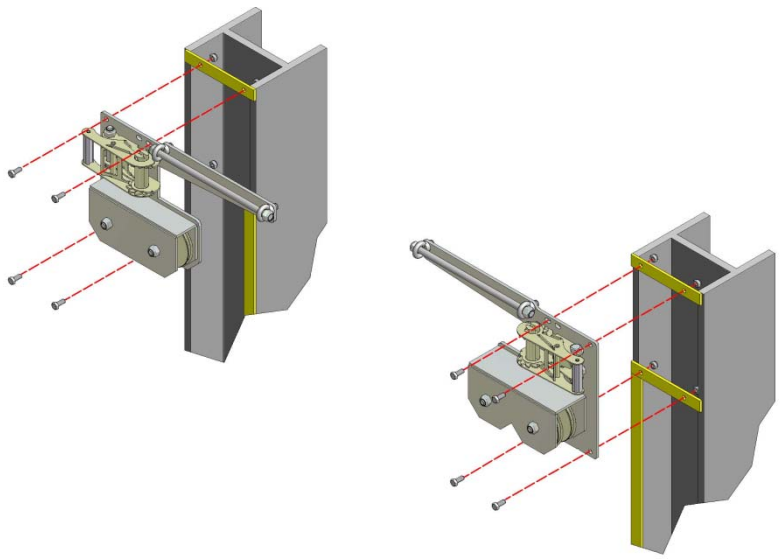

Abbildung 24
8.2 Ersetzt Abschnitt 2.1: Kopfplatteneinheit: Befestigen Sie die Kopfplatten (G1 und G3) mit den acht mitgelieferten M8 x 30 Schrauben an den vormontierten Halterungen an der Oberseite der Schienenbahn (Abbildung 24). Beachten Sie, dass die Kopfplatte G3 an der Seilrollenhalterung 'W'-förmig ist.